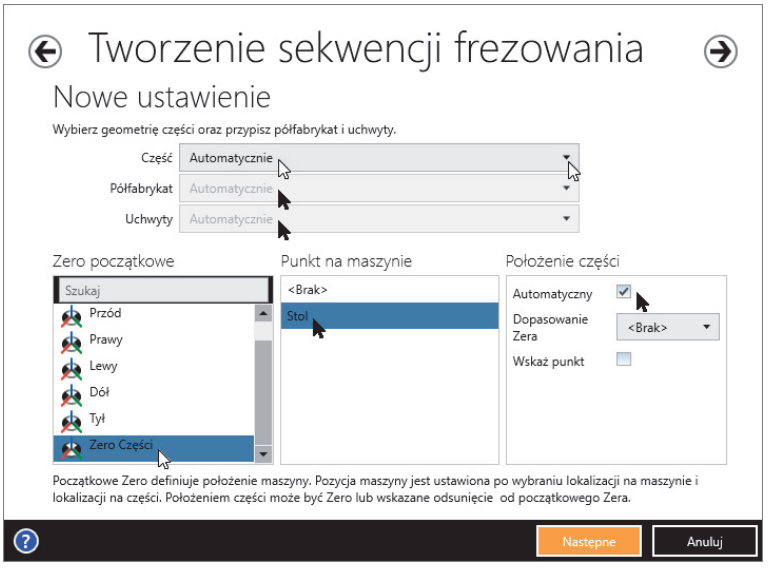

Rysunek 9.50. Tworzenie sekwencji frezowania — Nowe ustawienie
7. Wyświetli się okno *Tworzenie sekwencji frezowania* z informacją *Nowe ustawienie* (rysunek 9.50).